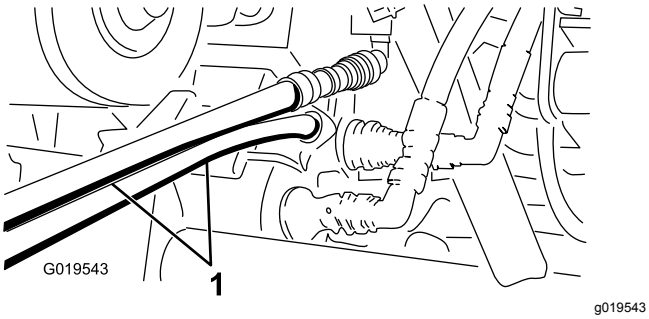

Figuur 78
5. Sluit de twee slangen op de andere machine aan op de koppeling die nog in de beugel van de koppeling zit (sluit de bovenste slang aan op de bovenste koppeling en de onderste slang op de onderste koppeling) (Figuur 78).